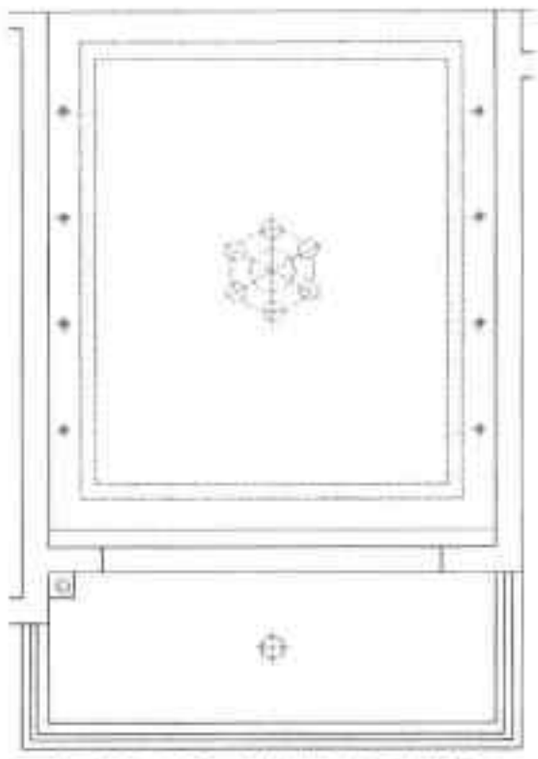

图19-76 绘制客厅射灯
Step 23 执行“镜像”命令，绘制客厅区域的所有射灯，射灯间距为 1000mm，如图 19-76 所示。